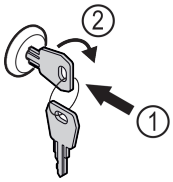

Fig. 144 Voorbeeld
▶ Sleutel erin duwen *Fig. 144 (1)*.
▶ Sleutel 90° rechtsom draaien *Fig. 144 (2)*.